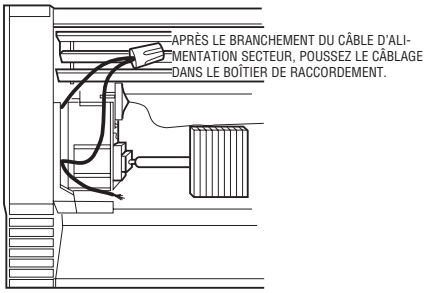

**Figure 8. Câblage au travers de l'ouverture de boîtier de raccordement**
4. Si l'alimentation électrique doit alimenter les radiateurs au boîtier de raccordement qui est adjacent à un autre radiateur, il est plus facile de réaliser les raccordements électriques avant l'installation des radiateurs sur le mur. Si ce n'est pas possible, les raccordements doivent se faire par l'ouverture dans les boîtiers de raccordement avec les couvercles frontaux enlevés. Voir la Figure 8.